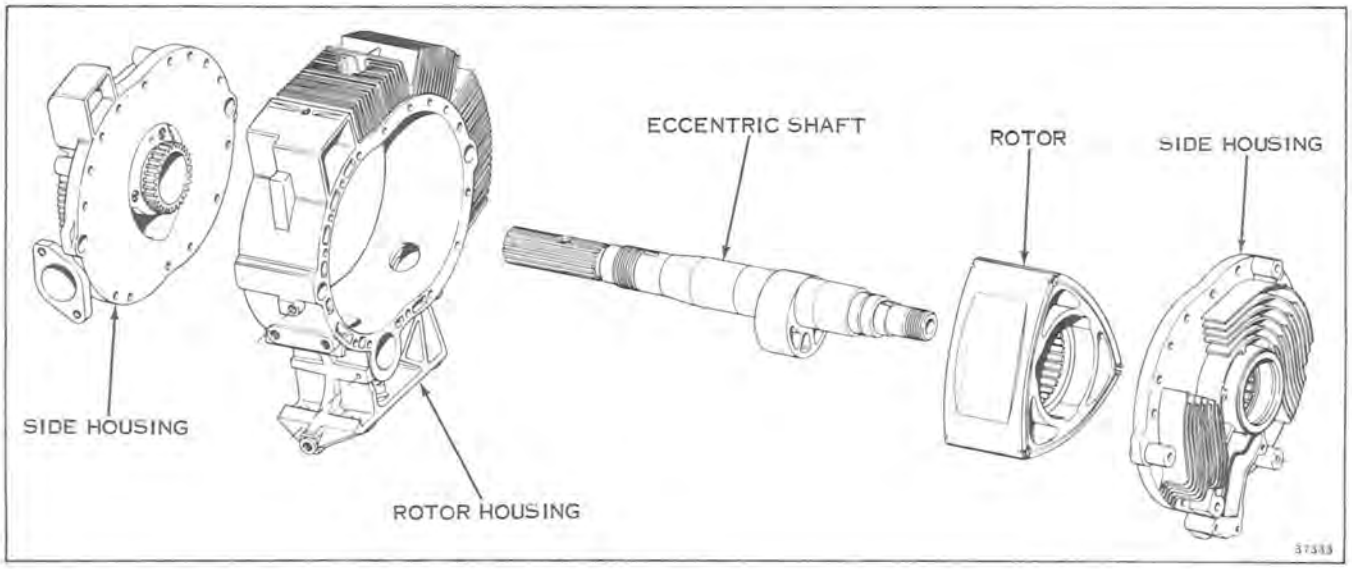

Figure 3-3
R.C. ENGINE PARTS NOMENCLATURE & FUNCTION (See Figure 3-3)